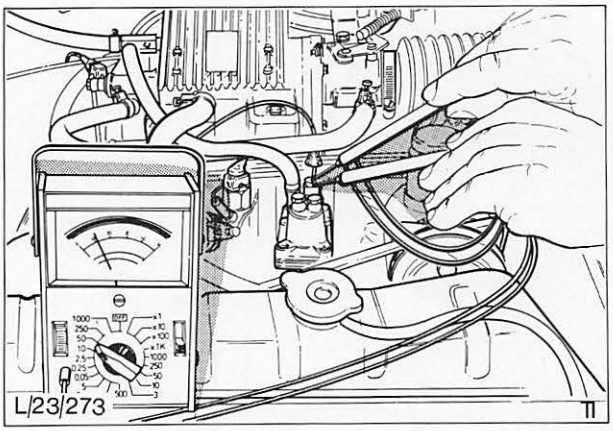

Abb. 58 Spannungsprüfung Stecker – Warmlaufregler
b) Steckerisolierung zurückziehen und Spannung an den beiden Anschlüssen des Reglers prüfen, Abb. 58. Mindestspannung: 11,5 Volt.